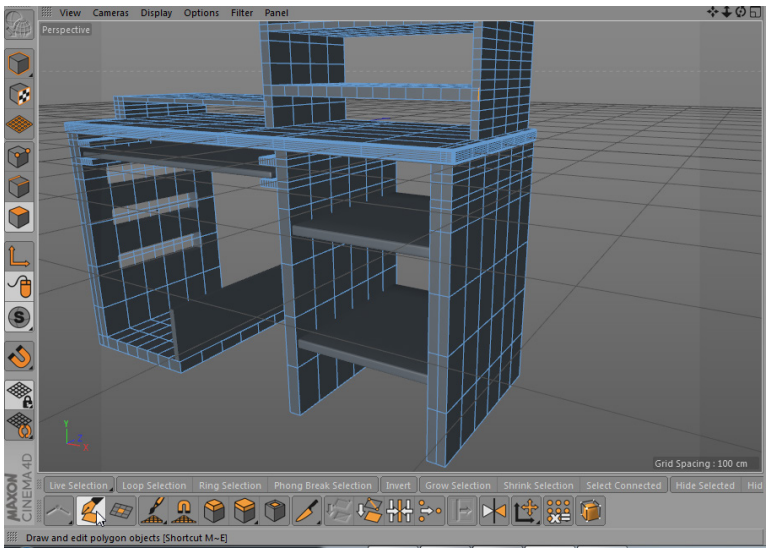

Figure 3-116 *Choosing the* ***Polygon Pen*** *tool from the Modeling Tool Palette*
1. Select the **Model** option from the **Layout** drop-down list located at the upper right corner of the interface; the Modeling Tool Palette is displayed at the lower portion of the interface, refer to Figure 3-116.